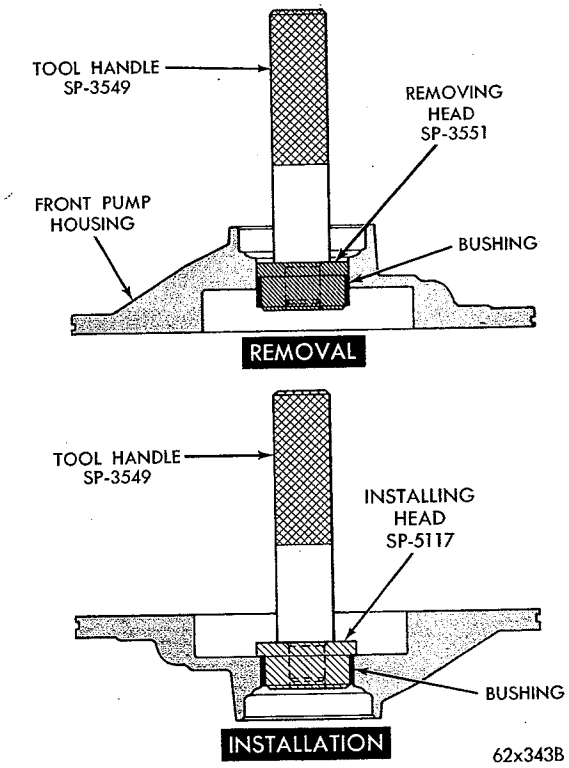
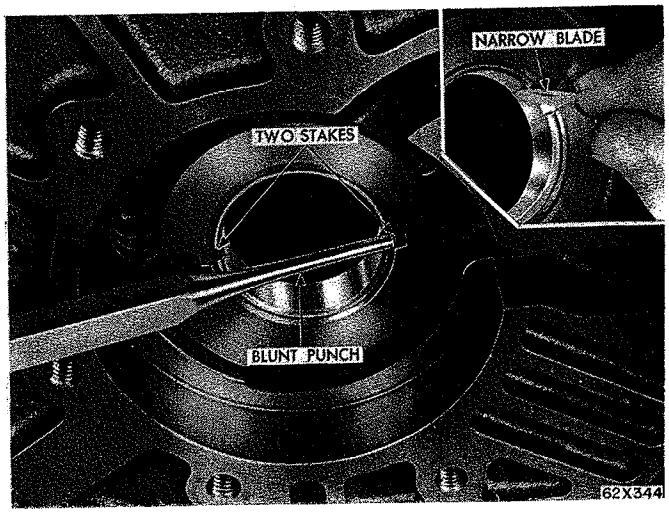

***Fig. 70—Replacing Pump Bushing***
***Fig. 71—Staking Pump Bushing***
(1) Place pump housing (seal face down) on a smooth firm surface.
(2) Place removing head, Tool SP-3551 in bushing and install handle, Tool SP-3549 in the removing head (Fig. 70).
(3) Drive bushing straight down and out of pump housing bore. Be careful not to cock tool in the bore.
(4) Position new bushing on installing head, Tool SP-5117.
(5) With pump housing on a smooth clean surface, start bushing and installing head in the bushing bore. Install handle, Tool SP-3549 in the installing head (Fig. 70).
(6) Drive bushing into housing until tool bottoms in the pump cavity. Be careful not to cock tool during installation.
(7) Stake bushing in place by using a blunt punch or similar tool (Fig. 71). A gentle tap at each stake slot location will suffice.
(8) Using a narrow-bladed knife or similar tool, remove high points or burrs around staked area (Fig. 71). Do not use a file or similar tool that will remove more metal than is necessary.